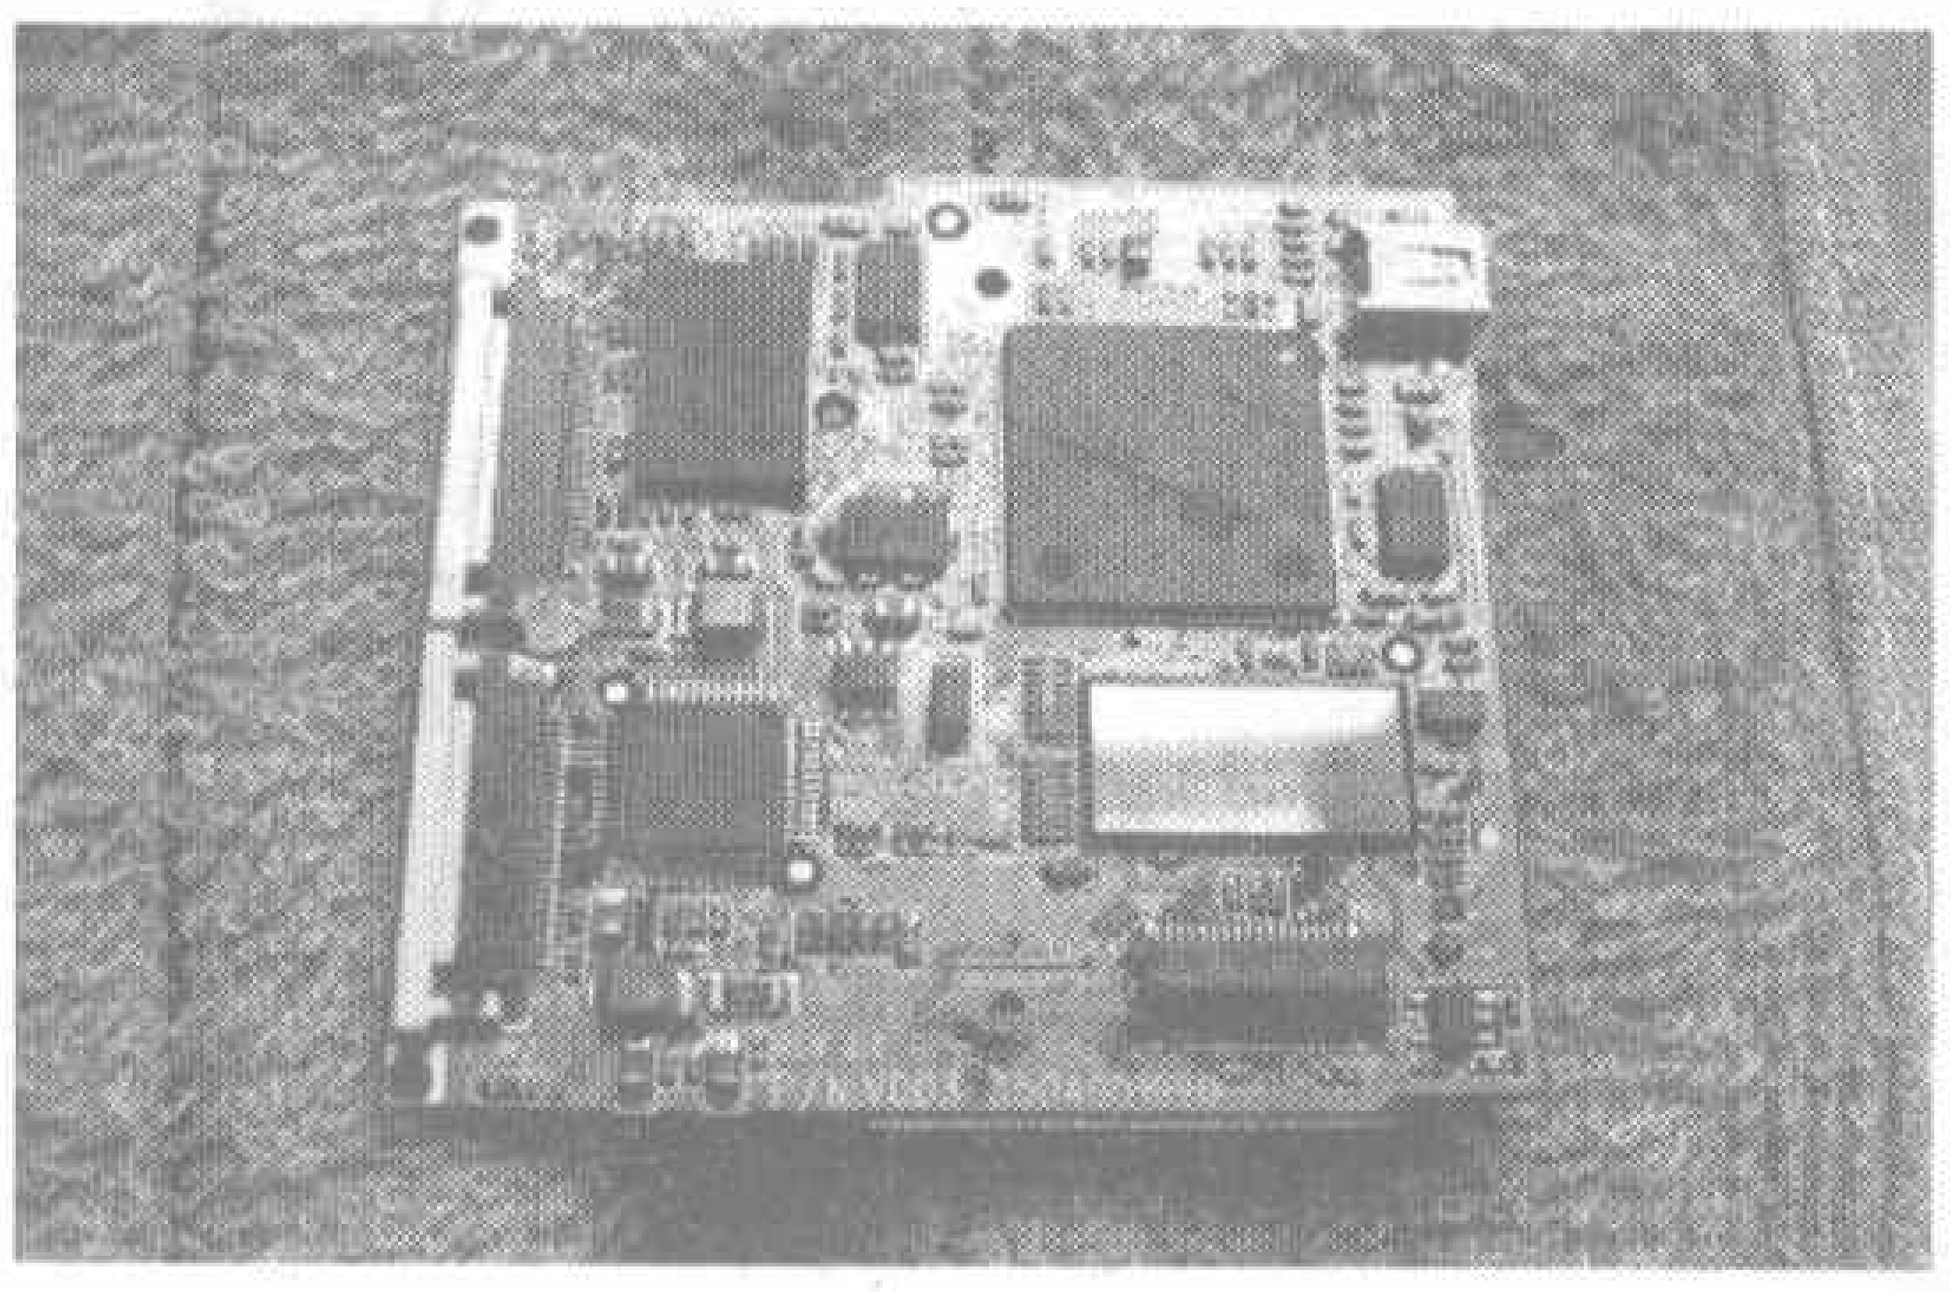

图 11
5.主控板见图11。左边的两个接口分别是液晶屏和CCD组件的信号线，前面说过，事先从背面打开卡子，这样拆起来会容易一些。